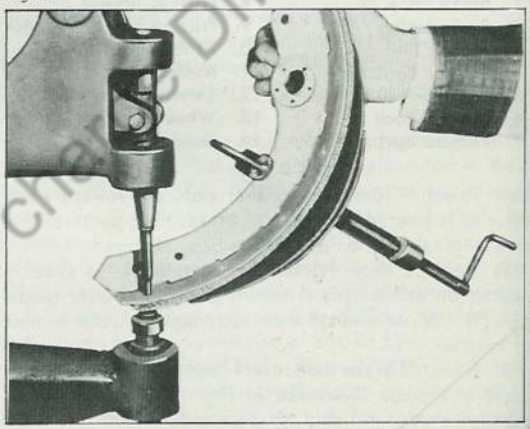

Fig. 22 Riveting Lining to Shoes
4. Align lining and shoe holes and install rivets at ends of lining. Fig. 22.